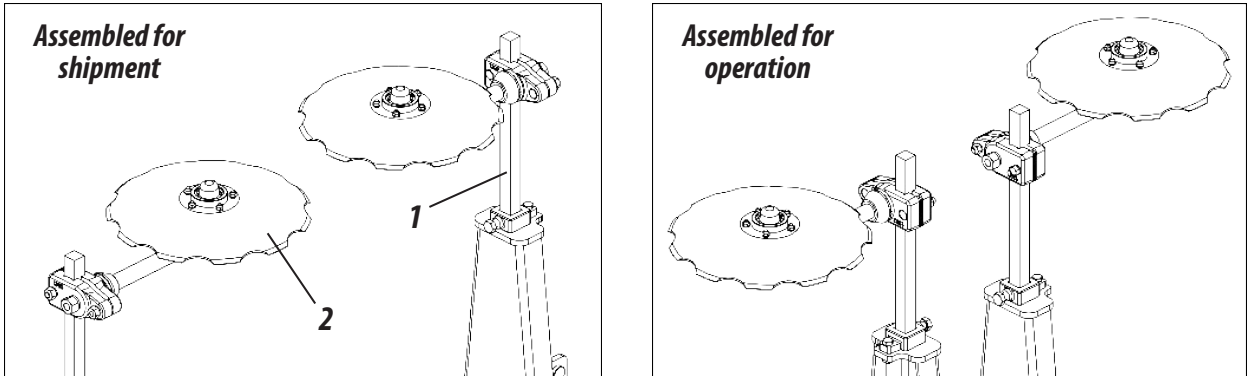

Figures 10
CUTTING DISC ASSEMBLY AND ROW MARKER (FIGURES 10/11)
The seeders are shipped from the factory with the row markers (1) assembled. The discs (2), are assembled inversely to their respective markers in order to avoid risks of accidents during the shipment process, **as shown in figures 10.**